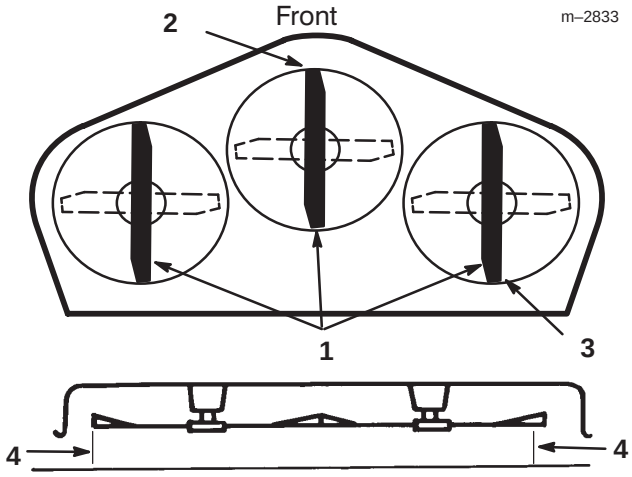

Figure 10
3. Carefully rotate blades so they are facing front and rear (Fig. 10).
4. Measure between the tip of the front blade (Fig. 10) and the tip of the rear blade to the flat surface. If the front blade tip is not 1/8–1/4” (4–7 mm) lower than the rear blade tip adjust rear adjustment link.